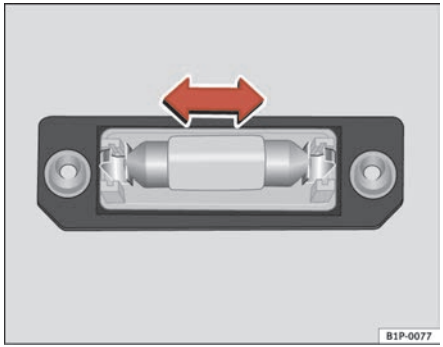

Fig. 177 Registration plate light
– Remove the lamp, moving it in the direction of the arrow and outwards ⇒ fig. 177.